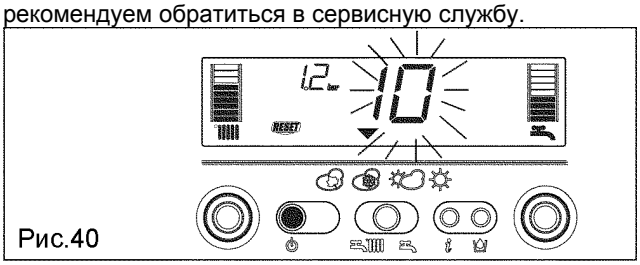

Рис.40
2) Отображается только символ RESET (рис. 40)